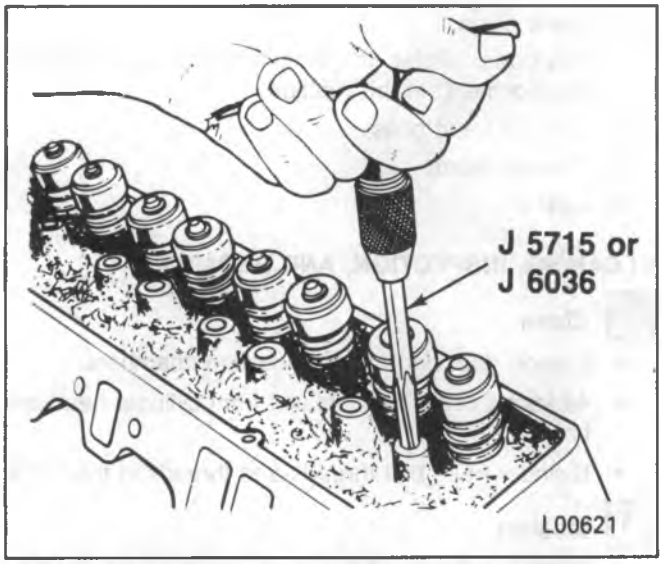

Figure 12 – Reaming the Rocker Arm Stud Bore
Install or Connect (Figures 12 and 13)
- Ream the hole to the proper size for the replacement oversize rocker arm stud. Use J 5715 for 0.003-inch oversize studs; J 6036 for 0.013-inch oversize stud (figure 12).